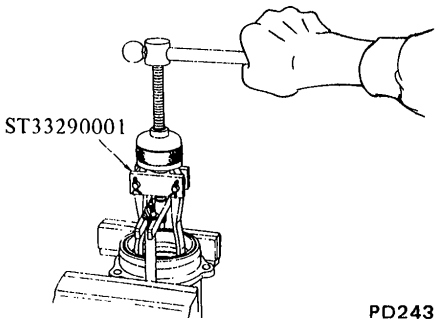

Fig. PD-4 Removing side bearing outer race
3. When replacing side bearing, extract bearing outer race from side retainer using Puller ST33290001. See Figure PD-4.